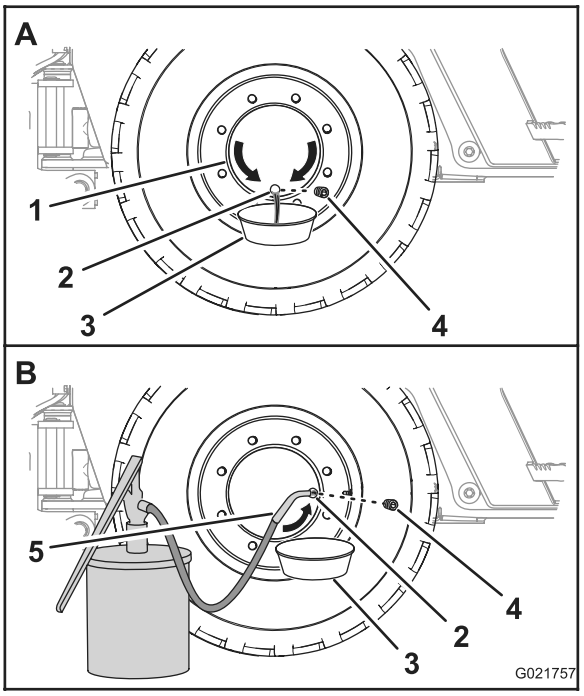

Figura 84
1. Mova a máquina para frente ou para trás até que o bujão do cubo esteja na posição de 6 hs (Figura 84).
2. Posicione uma bandeja de drenagem sob o orifício de drenagem do cubo (Figura 84).
3. Retire o bujão e drene o óleo do planetário (Figura 84).
5. Mova a máquina para frente ou para trás até que o bujão do cubo esteja na posição de 3 hs ou 9 hs (Figura 84).